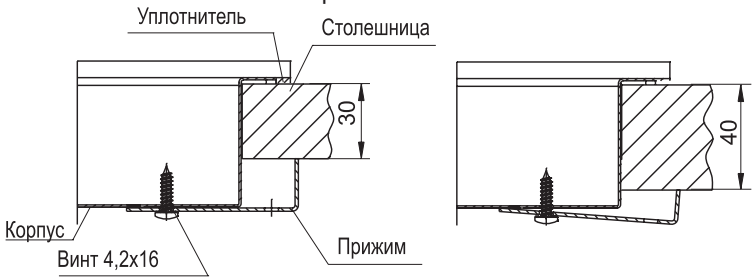

рис. 2
■ Установить прижимы на корпус, закрепив их винтами (рис.2).